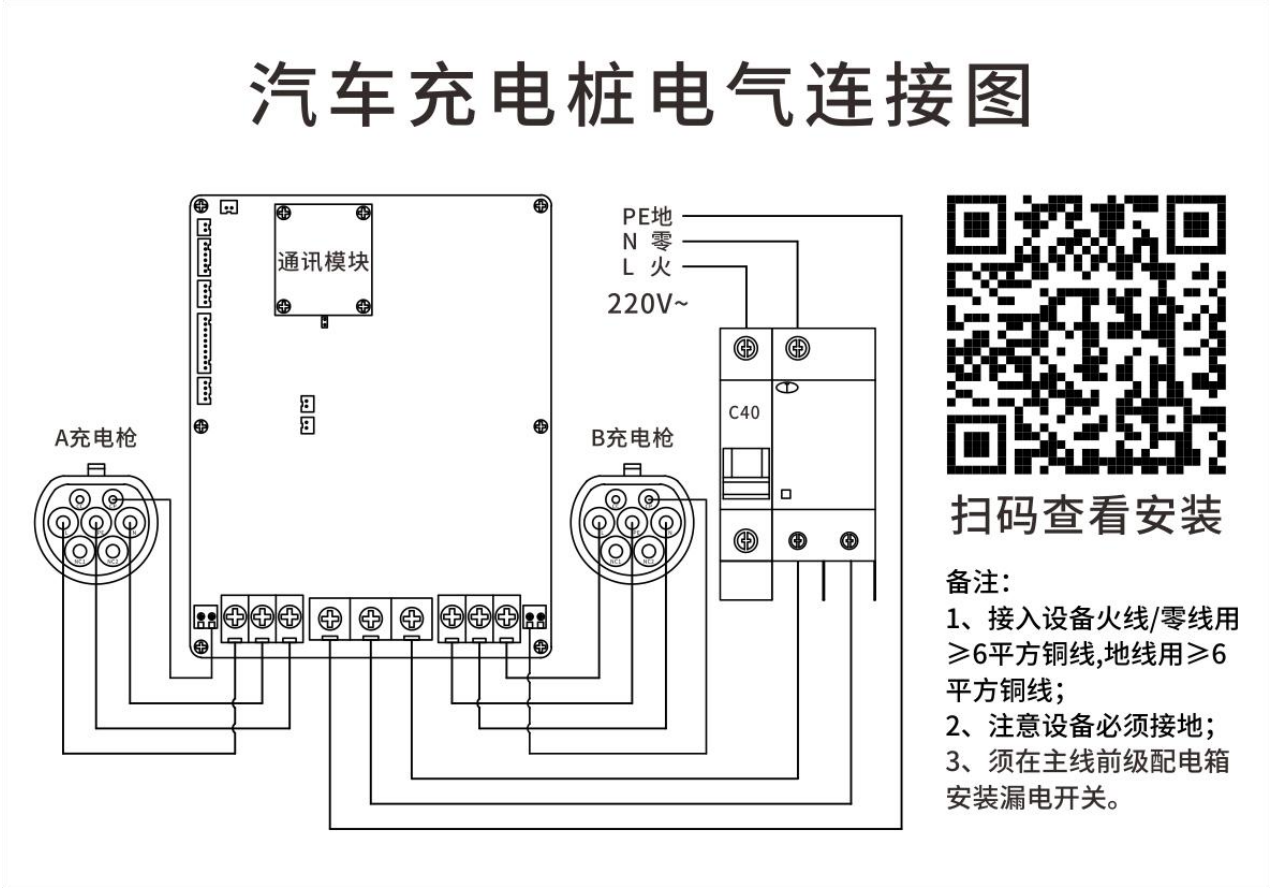

图 11
9、零线、火线、地线接入设备主板对应的接线端子，如图 11。